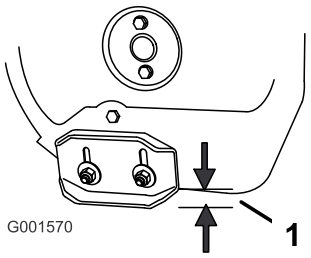

Рисунок 43
2. Ослабьте затяжку гаек, крепящих оба полоза к боковинам шнека, так, чтобы шнек мог легко перемещаться вверх и вниз (Рисунок 43).